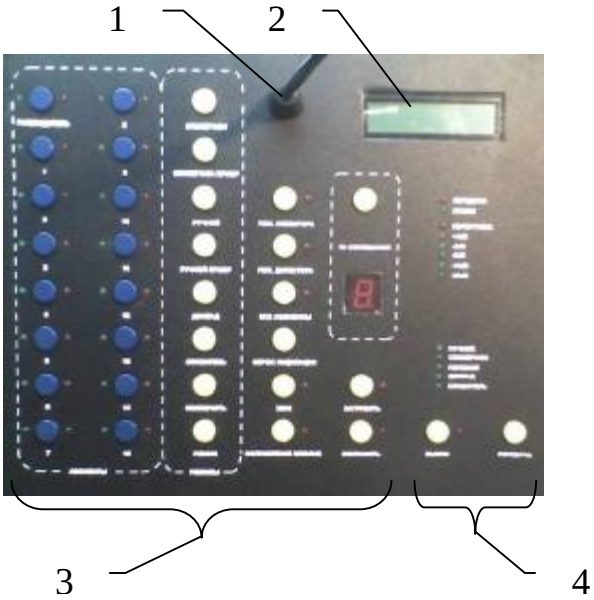

Рисунок 1.1 – Лицевая панель «Диалог-64”,
Все органы управления выведены на лицевую панель (рис. 1.1).
Для управления селекторным совещанием используются кнопки и индикаторы управления селекторным совещанием (рис. 1.1). Слева находятся кнопки абонентов. Каждая кнопка абонентов имеет пару индикаторов:
Правее в рамке “РЕЖИМЫ” (рис. 1.1) имеются кнопки режимов абонентов, а еще правее находятся кнопки общего управления селекторным совещанием.
В правой части пульта имеются кнопки и индикаторы управления собственным абонентским устройством (рис. 1.1). Описание этих элементов управления и индикации здесь не приводится, его можно найти в РЭ для абонентского пульта.
- Спикерфон (рис. 1.1, кнопка “СПИКЕРФОН”). Полудуплексный режим, голосовое управление по принципу: кто первый занял линию, тот и говорит. Абонента с данным режимом может перебить высокоприоритетный абонент (читать ниже);
- Спикерфон приоритетный (рис. 1.1, кнопка “СПИКЕРФОН ПРИОР”). Аналогичен спикерфону, за исключением возможности ручного перехода с приема на передачу по нажатию кнопки “Передача” для перебоя низкоприоритетных абонентов. Данный режим, как правило, назначают приоритетному абоненту;
- Ручной режим (рис. 1.1, кнопка “РУЧНОЙ”). Полудуплексный режим, ручное управление по принципу: кто первый занял линию, тот и говорит (т.е. во время приема нельзя перейти на передачу). Абонента с данным режимом может перебить высокоприоритетный абонент;
- Ручной режим приоритетный (рис. 1.1, кнопка “РУЧНОЙ ПРИОР”). Аналогичен ручному режиму, за исключением возможности ручного перехода с приема на передачу по нажатию кнопки “Передача” для перебоя низкоприоритетных абонентов. Данный режим, как правило, назначают приоритетному абоненту;
Если абоненту уже был назначен режим работы, то сначала абонента нужно активировать (нажимается кнопка абонента), после чего зеленый индикатор справа от абонентской кнопки (рис. 1.1) должен замигать, а затем выбирается соответствующая кнопка из рамки “РЕЖИМЫ”.
Примечание: назначать режим работы можно только для тех абонентов, пульты которых имеют связь с диспетчерским пультом (зеленый индикатор справа от абонентской кнопки (рис. 1.1) должен светиться).
После назначения режимов работы для абонентов, можно переходить к селекторному совещанию. Для включения абонента в селектор, его нужно активировать. Для этого нажимается кнопка абонента, после чего зеленый индикатор справа от абонентской кнопки (рис. 1.1) должен замигать. Для исключения абонента из селектора, повторно нажимается кнопка абонента, после чего зеленый индикатор справа от абонентской кнопки должен засветиться непрерывно.